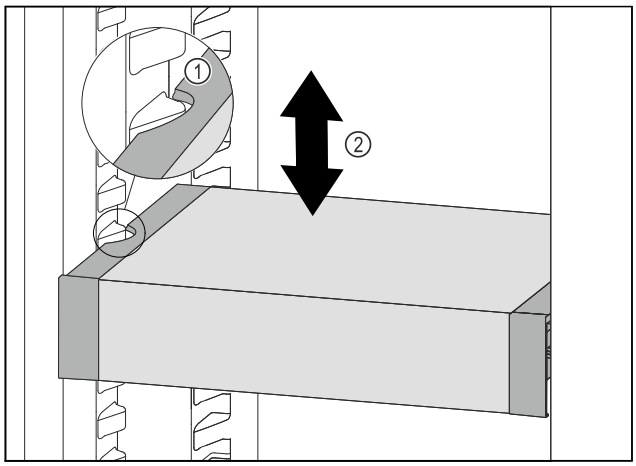

Fig. 169
▶ Trageți în față VarioSafe, până când degajările laterale ale VarioSafe se află la înălțimea nervurii recipientului din frigider. *Fig. 169 (1)*
▶ Mișcați în sus sau în jos VarioSafe în frigider, până când este atinsă înălțimea dorită. *Fig. 169 (2)*